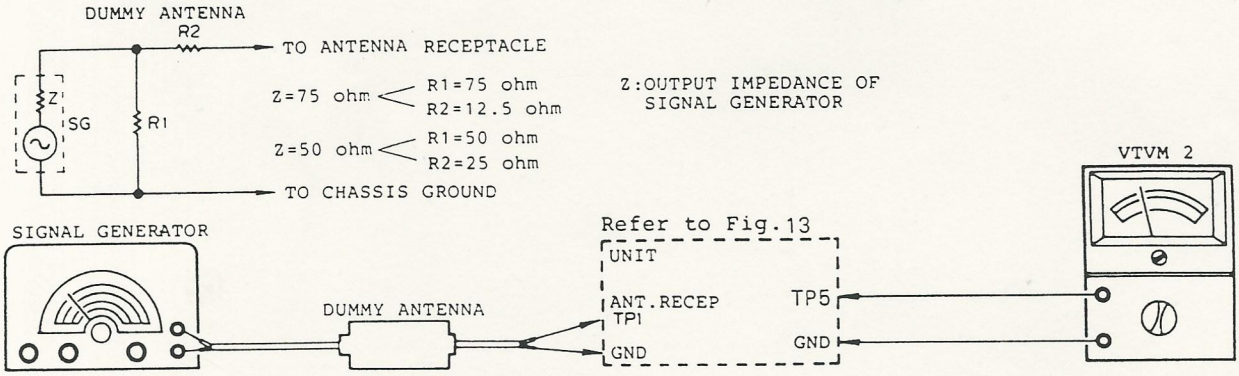

Fig. 19
(1) Connection (Refer to Fig. 19)